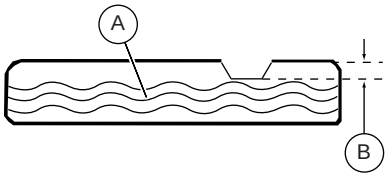

Figure 2-16. Add Recommended Fuel
4. See ***Figure 2-16***. Slowly add recommended fuel (A). Do not overfill (B).